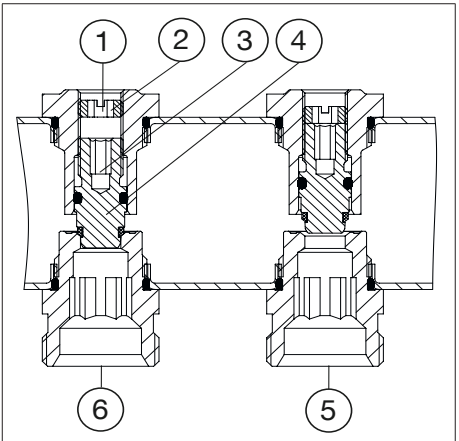

Fig. 3: Configuration du mécanisme de réglage
2. Ouvrir la tige du robinet (voir Fig. 3, page 32 (4)) en tournant dans le sens inverse des aiguilles d'une montre et en respectant la valeur de préréglage calculée. (Exemple : préréglage 2,5 = 2,5 tours)